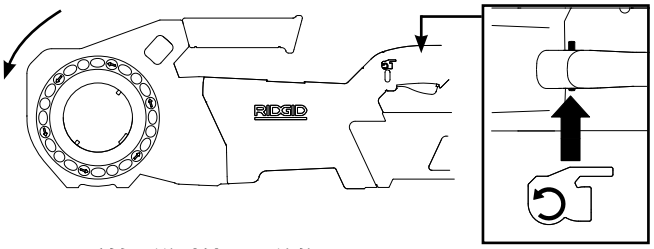

图 5B - 反转（逆时针）开关位置
- 重复此过程进行反转操作*（见图 5B）*。如果动力驱动器没有按照正确的方向旋转，或者开启/关闭开关不能控制机器的操作，则在修复之前请勿使用机器。